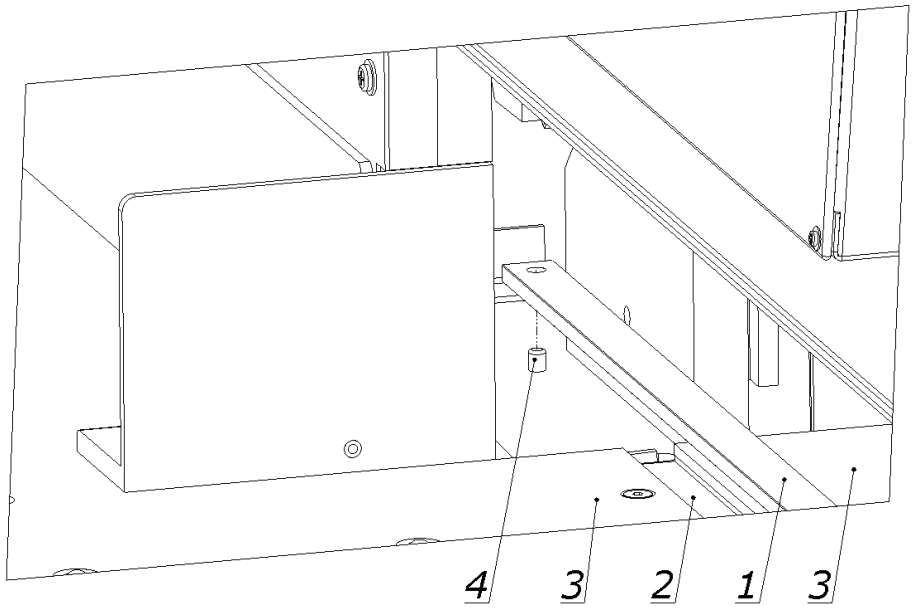

Fig. 38 Mounting the cutting stick.
3. Insert the replaced cutting stick 1 into channel 2 between tables 3 and place it on the locking pin 4 (Fig. 38).